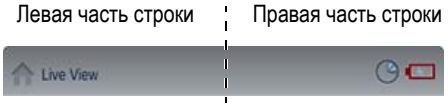

Рис. 1-5 Строка меню
Строка меню позволяет выбрать Системную панель или Панель меню (см. Рис. 1-5 на стр. 11).
- Проведите пальцем вниз в левой части строки меню, чтобы открыть Систем. панель (см. Рис. 1-5 на стр. 11).